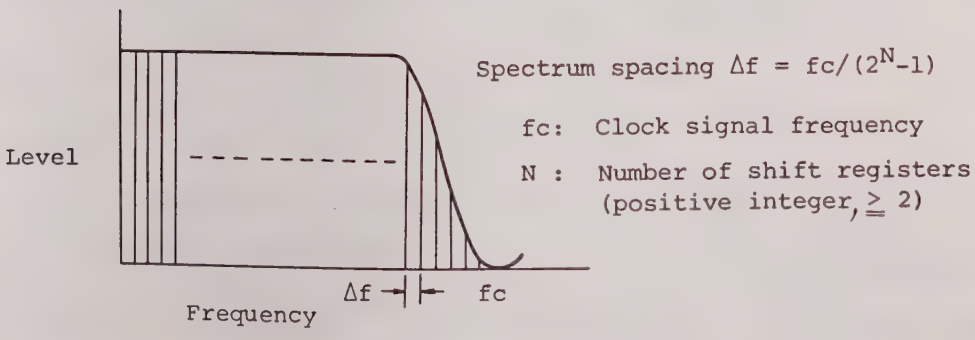

Fig. 3-1 Spectrum Distribution of Pseudo Random Pattern
2) It has the constant, wideband spectrum spacing shown in Fig. 3-1.